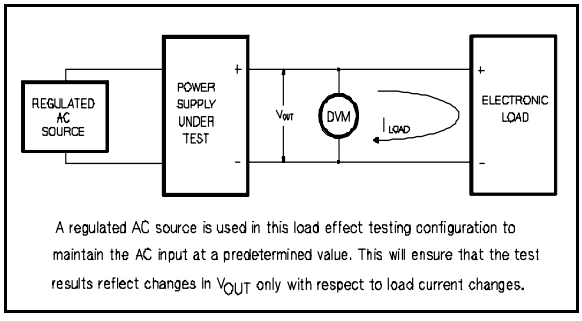

Figure A-6. Basic Test Setup
a. Connect the test equipment across the output of the +20V supply as shown in Figure A-6. Operate the electronic load in constant current mode and set its current to the full rated value of the +20V supply. Input off the electronic load.
b. Connect the test equipment across the output of the +20V supply as shown in Figure A-6. Operate the electronic load in constant current mode and set its current to the full rated value of the +20V supply. Input off the electronic load.
a. Connect the test equipment across the output of the +20V supply as shown in Figure A-6, but replace the DVM with the oscilloscope. Operate the electronic load in constant current mode.
a. Connect the test equipment across the output of the +20V supply as shown in Figure A-6.